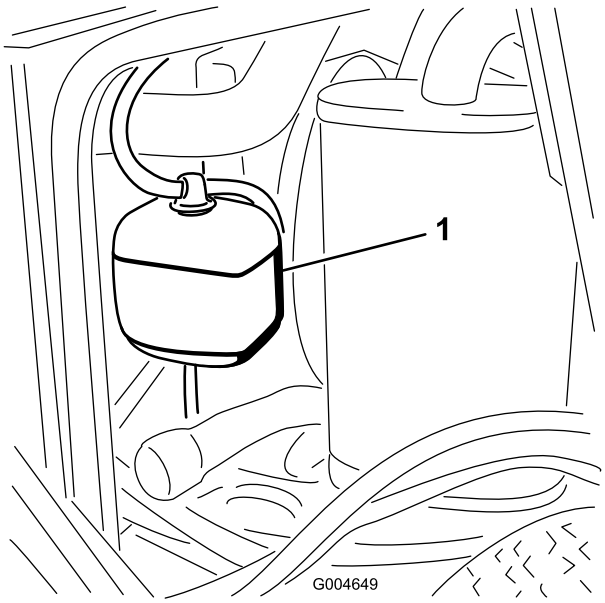

**Figur 49**
1. Kontrollera kylvätskenivån i expansionstanken (Figur 49). Nivån bör ligga mellan markeringarna på sidan av tanken.